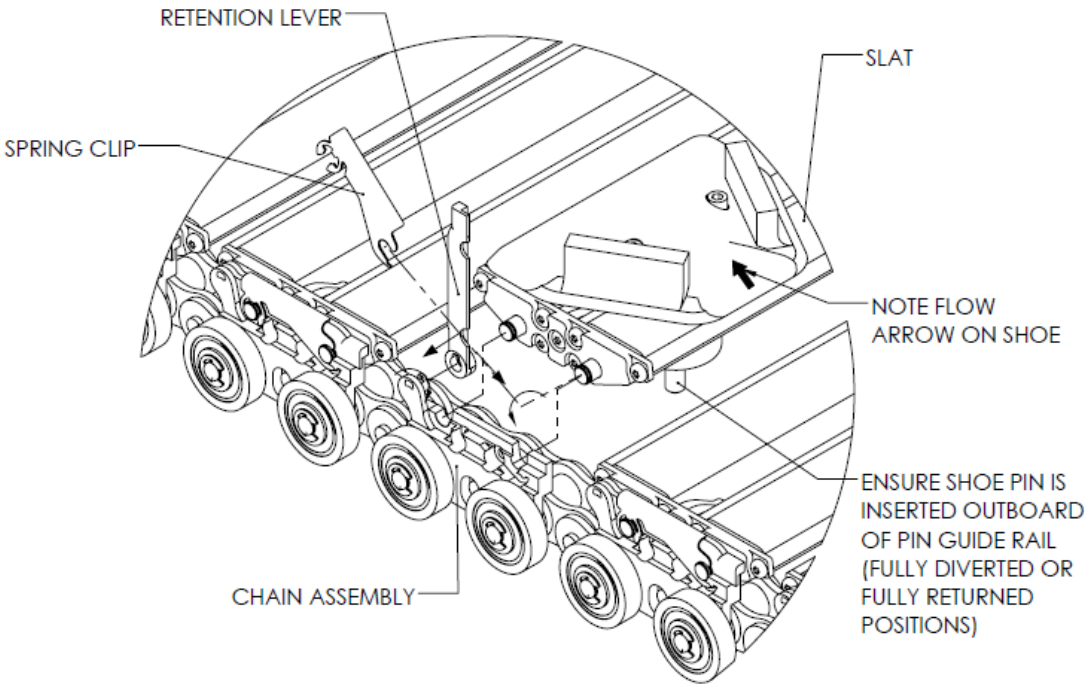

Figure 9-Slat Installation Detail
2. After the chain is completely installed with slats spaced approximately every two feet, proceed with the installation of the remainder of the slats. See Figure 9.
5. Ensure the proper orientation and position of the shoe. See Figure 9 and note that the flow arrow must be oriented in the direction of flow.